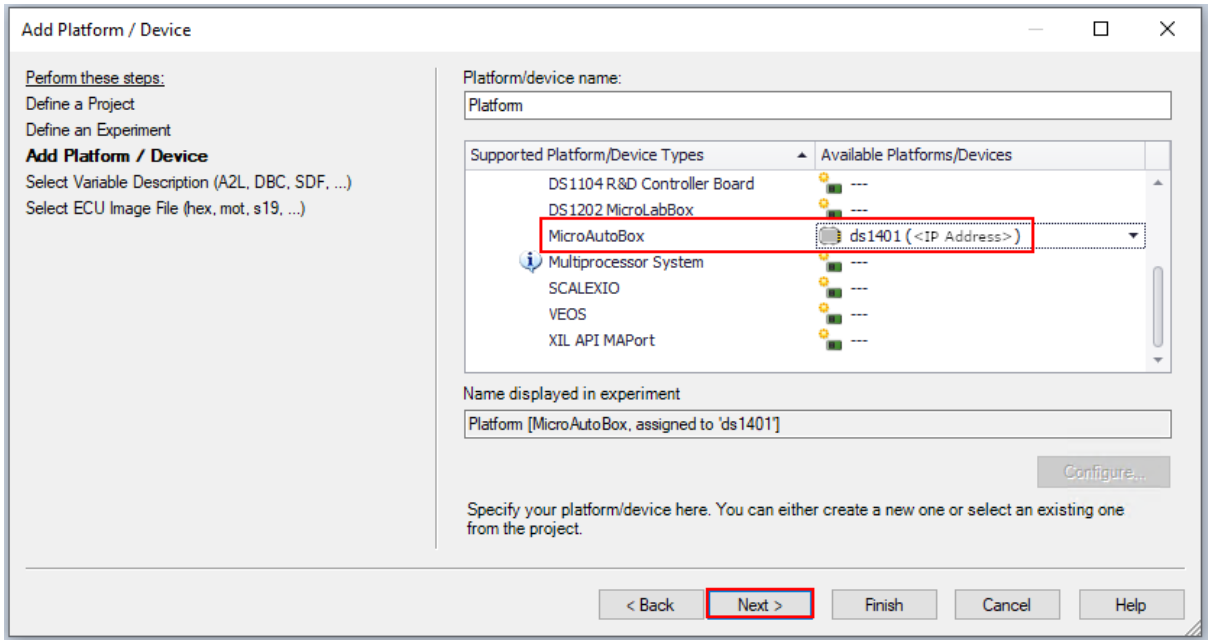

Figure 4.11: Select the MicroAutoBox platform
8) Select the platform to which you will deploy the generated executable (see Figure 4.11).